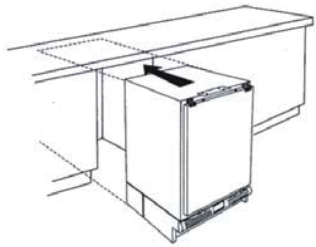
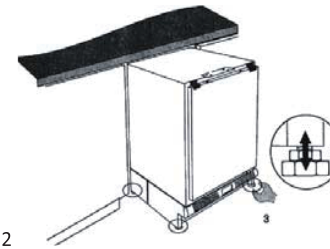

Figura 2
Figura 3
3. Dopo aver inserito l'unità nel mobile appropriato (Figura 2), regolare l'altezza utilizzando i 4 piedini regolabili (Figura 3). L'altezza può essere regolata su un valore compreso tra 82 e 87 cm.